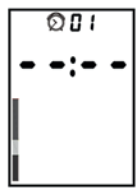

Fig. 4
7. Per fissare il misuratore di pressione digitale al supporto da pavimento, inserirlo sull'apposita estremità filettata e avvitare saldamente il gruppo come mostrato nella Fig. 4.
1. Con il dispositivo in standby, premere il pulsante 'PRESET' due volte per entrare nella modalità di allarme 01, display visualizza la schermata di Fig. 4;